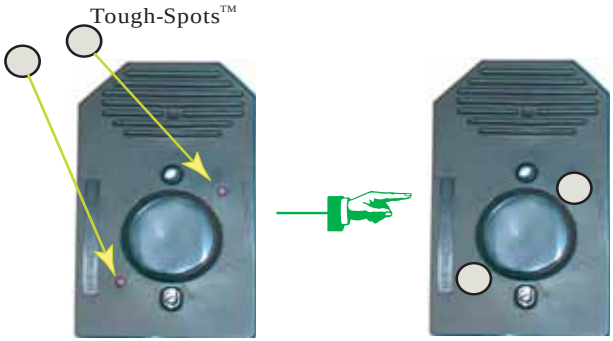

Figure 8.15
2. Carefully apply one Tough-Spot over each of the two septa. Press to ensure that the spots remain flat. If a Tough-Spot does not apply smoothly; that is, if you observe bumps, bubbles, tears or curled edges, do not attempt to smooth them out. Remove the spot and apply a new one **(Figure 8.15)**.